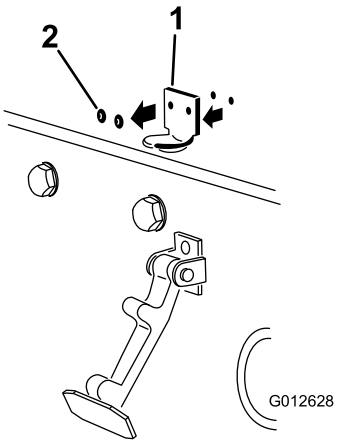

Figura 7
2. Retire los 2 remaches que sujetan el cerradero del capó al capó (Figura 7). Retire el cerradero del capó.